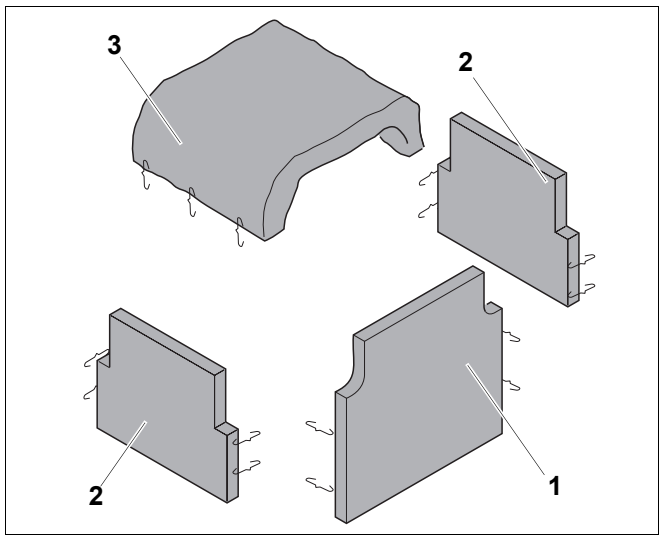
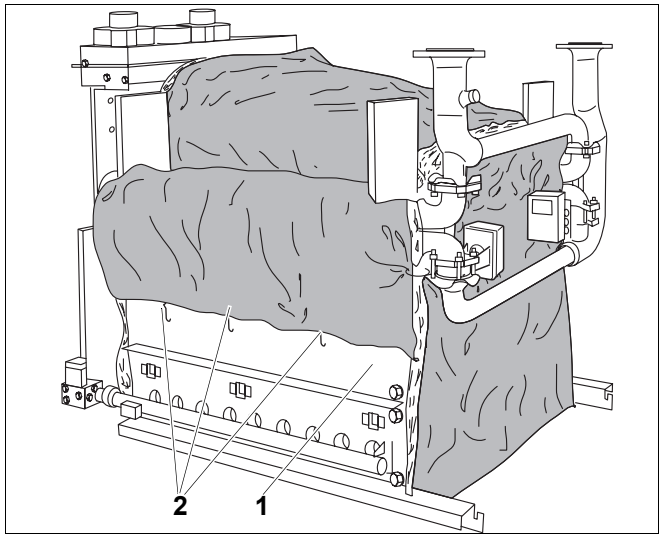

Rys. 67 Izolacja cieplna
Rys. 68 Zamontowana izolacja cieplna
- Ułożyć izolację cieplną kolektora spalin (rys. 67, **poz. 3**) na górze kolektora spalin.
- Docisnąć boczne części izolacji cieplnej bloku kotła (rys. 67, **poz. 2**, prostokątne elementy izolacji cieplnej z nacięciami) do bloku kotła i ułożyć wokół dużej piasty.
- Wsunąć boczne części izolacji cieplnej bloku kotła (rys. 67, **poz. 2**) u dołu pod pokrywę wyczystkową znajdującą się nad palnikiem gazowym (rys. 68, **poz. 1**) i zamocować sprężynami (rys. 68, **poz. 2**) w otworach pokrywy wyczystkowej (rys. 68, **poz. 1**).
- Docisnąć przednią część izolacji cieplnej (rys. 67, **poz. 1**) na przedzie bloku kotła, a następnie połączyć ją sprężynami mocującymi z sąsiednimi elementami izolacji. Izolację cieplną należy zamocować również u dołu.